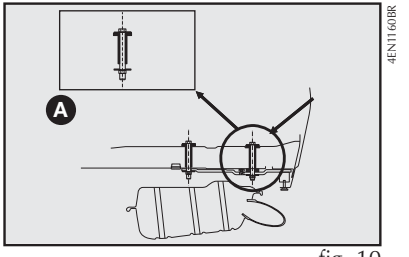
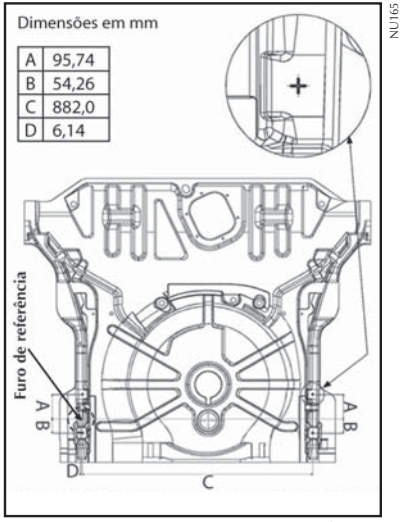

fig. 10
fig. 11
- Efetuar no veículo a furação com Ø (diâmetro) 11 mm traspassando o assoalho posterior (ver detalhe **A-fig. 10**) e a longarina nas marcas esquemáticas indicadas na **fig. 11**.